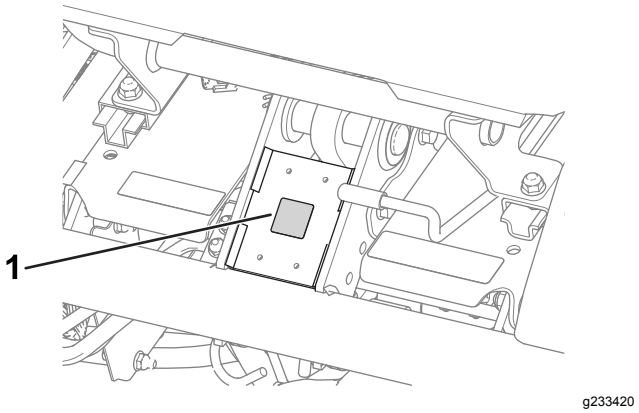

Figur 10
- Monter CE-merket til rammen under forsiden av setet (Figur 10).